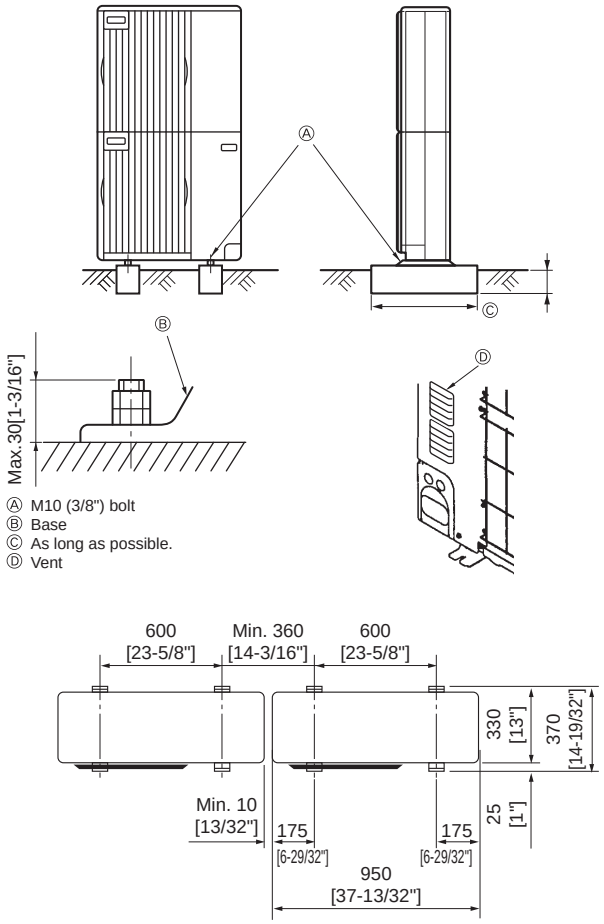

Fig. 4-1-3
A. Be sure to install the unit in a sturdy, level surface to prevent rattling noises during operation. (see Fig. 4-1-3)